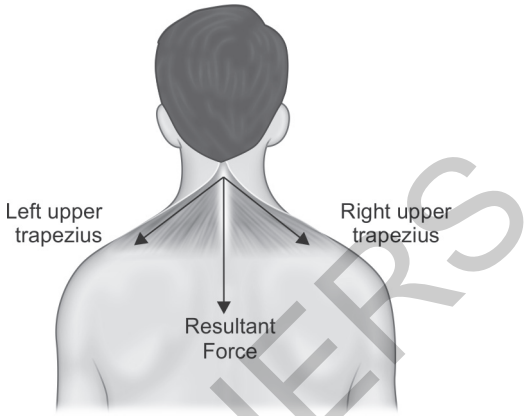

Fig. 1.13: Composition of force of upper trapezius
- **Anatomical:** The action of right upper trapezius and left upper trapezius, acting together will result in the resultant force of neck extension **(Fig. 1.13)**.